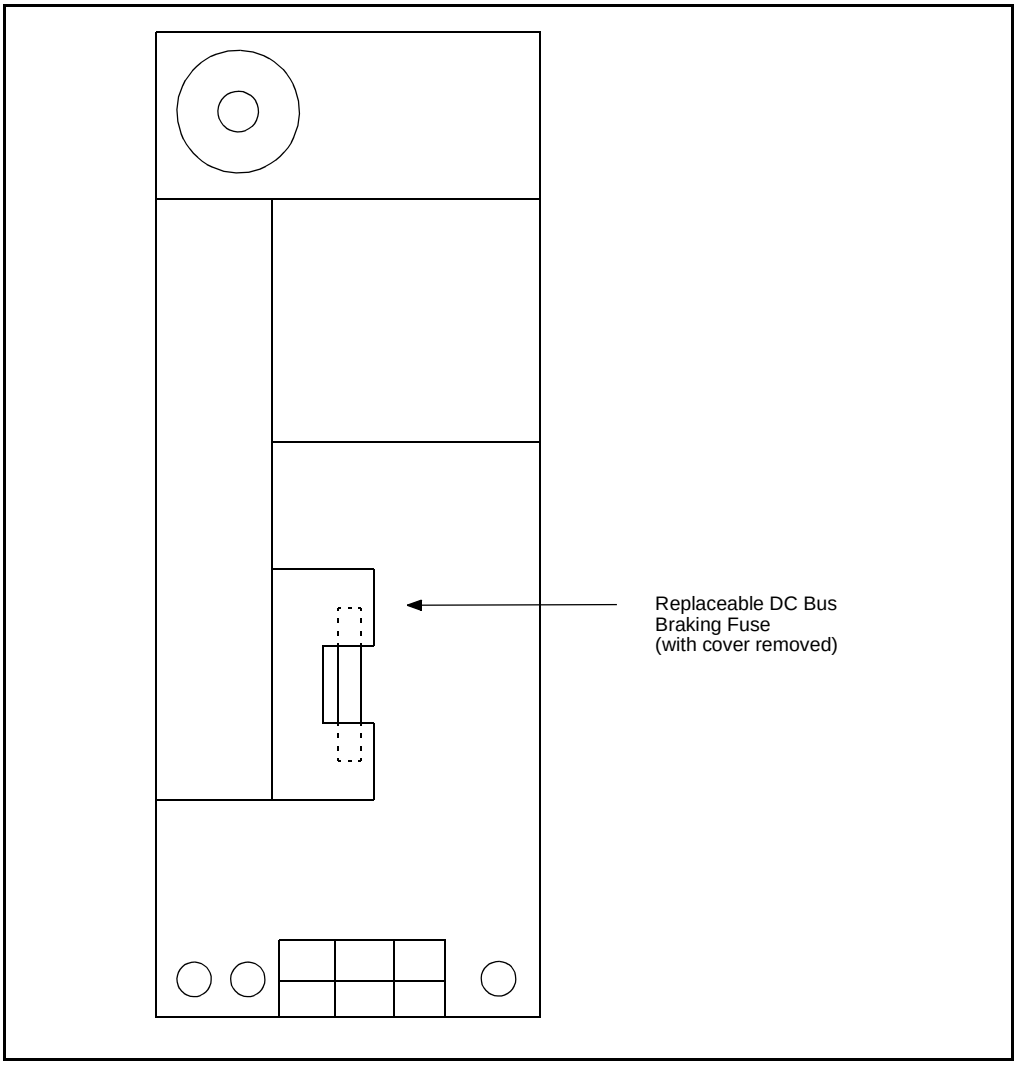

Figure 4.1 – DC Bus Braking Fuse
Step 5. Remove the fuse (see figure 4.1). Use an ohmmeter to check if the fuse is